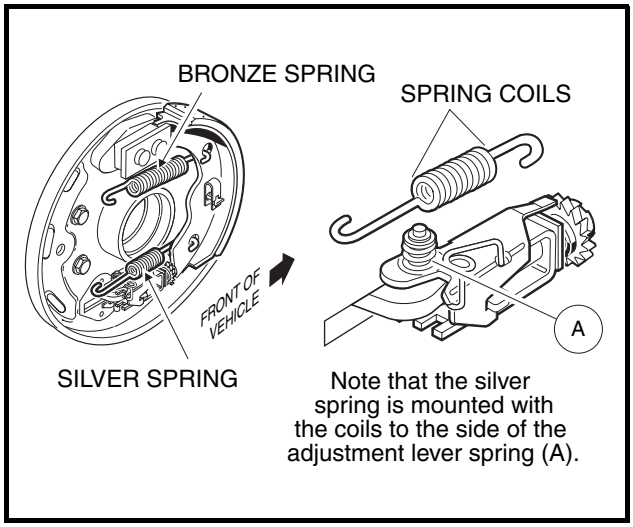

Figure 6-14 Spring Orientation
3. Attach the springs onto the trailing shoe already installed. Hold the leading shoe next to the trailing shoe, correctly oriented, and attach the springs to it **(Figure 6-14, Page 6-6)**.